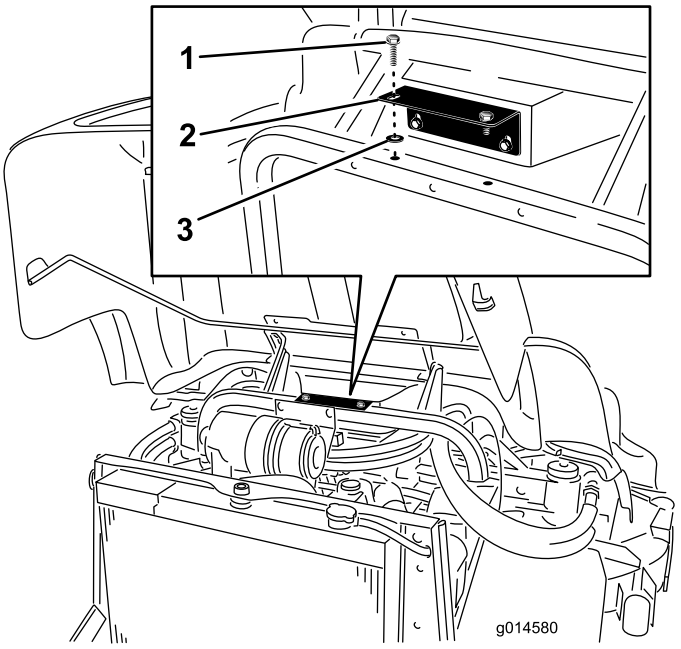

Figur 1
3. Ta bort de två (2) huvudskruvarna med fläns som fäster förvaringsutrymmets stödfäste på ramen (Figur 1).